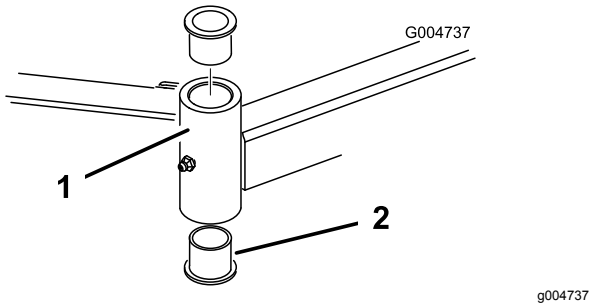

Figuur 110
4. Sla een drevel in de boven- of onderkant van de bevestigingsbuis en tik de lagerbus uit de buis (Figuur 110).